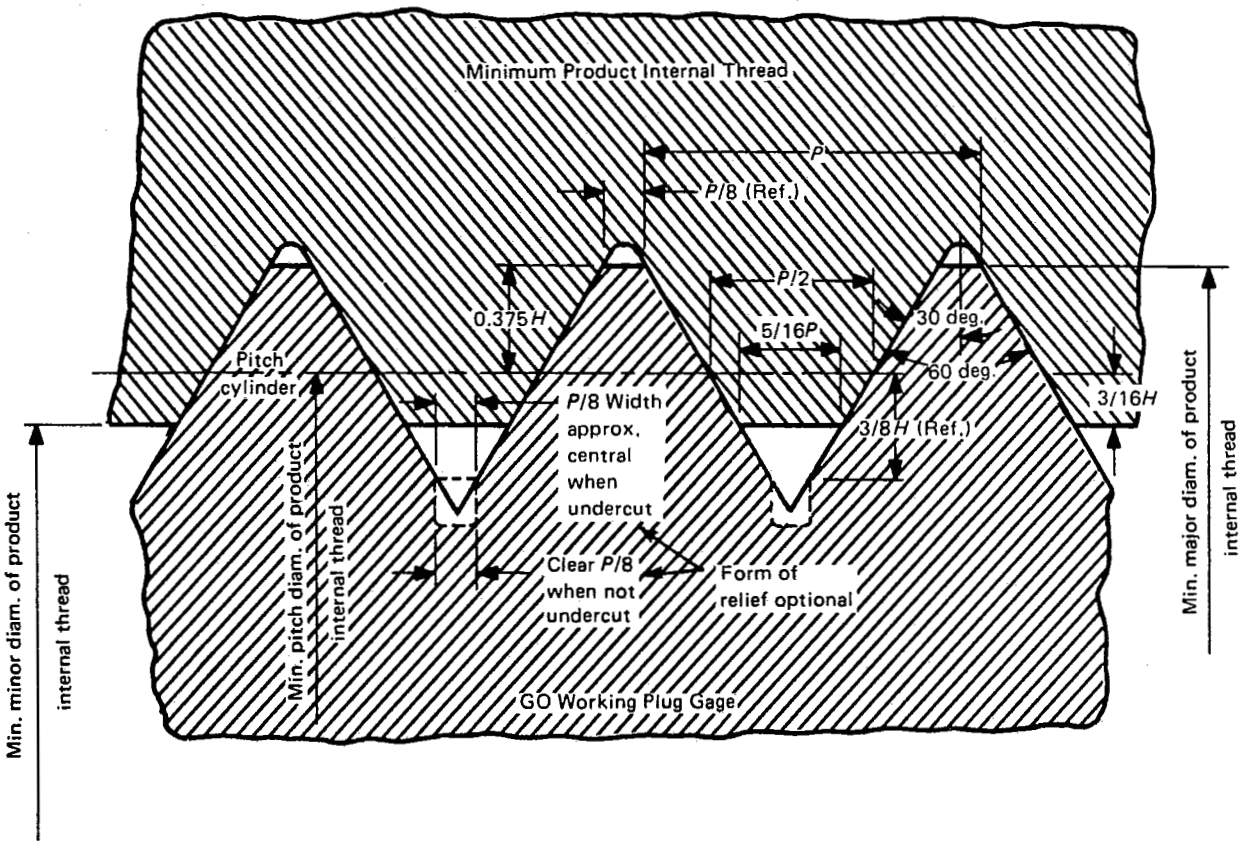

FIG. 1 MAXIMUM-MATERIAL GO FUNCTIONAL LIMIT (Ref. Table 2 — Column A_1)
4.1.4 Thread Form. The specifications for thread form are summarized in Table 7 and Fig. 1.